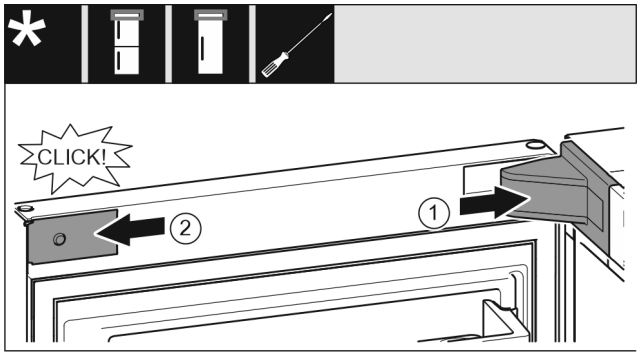

Fig. 25
▶ Namestite pokrov ležajnega podstavka *Fig. 25 (1)* in ga zaskočite, po potrebi ga previdno potisnite narazen.
▶ Namestite zaslonko *Fig. 25 (2)* in jo zataknite.